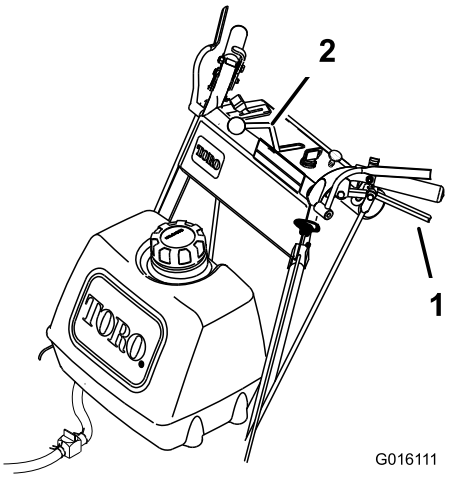

Figura 13
4. Suelte lentamente las palancas de avance para desplazarse hacia adelante (Figura 13).
Para ir en línea recta, suelte las dos palancas uniformemente (Figura 13).
Para girar, apriete la palanca de avance del lado hacia el cual desea girar (Figura 13).
Apriete lentamente las palancas de avance hacia el manillar para desplazarse hacia atrás (Figura 13).